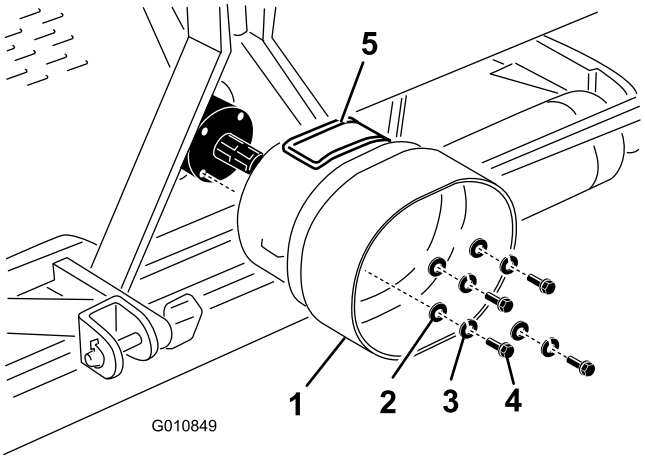

Figur 18
1. Fjern de fire boltene, låseskivene og de flate skivene som er festet på bakre del av luftemaskinens girkasse (Figur 18).
2. Fest verneplatene for kraftuttaket til luftemaskinens girkasse, ved hjelp av festene som du fjernet tidligere (Figur 18). Når du monterer verneplatene for kraftuttaket, må du sørge for at tilgangspanelet (Figur 18) står vendt mot toppen eller siden, avhengig av luftemaskinens rammekonfigurasjon.
Merk: Det er enklere å fjerne og montere festene for kraftuttaksakselen når tilgangspanelet er (Figur 18) åpent.